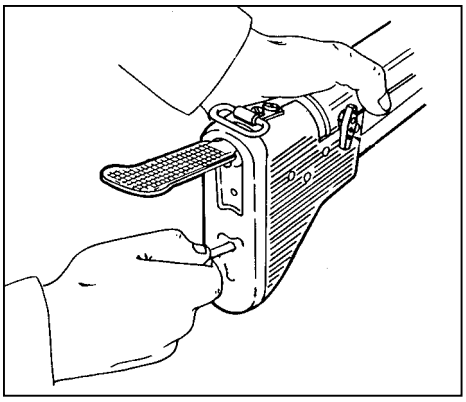

Figure 2-9. Removal of the stock.
a. **Removing the Stock Assembly**. First, the gunner makes sure the bolt is in the forward position. To remove the stock, he raises the shoulder rest, inserts a cleaning rod into the hole to release the latch. He pulls the shoulder stock from the receiver, turns the latch lever, and opens the cover (Figure 2-9).